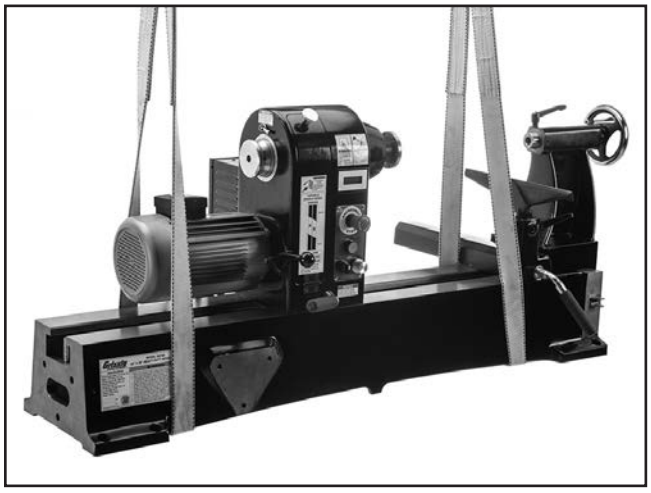

Figure 19. Lifting lathe with straps properly positioned.
7. Wrap lifting straps around bedway (see **Figure 19**), with one strap at each end. Straps should be positioned next to bedway mounting points to maintain best balance.